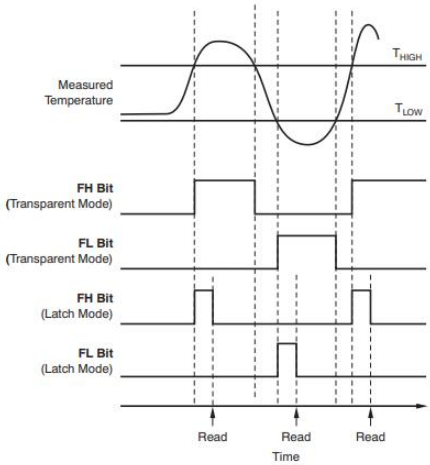

Figure 12. Temperature Flag Functional Diagram
result to the values stored in the temperature limit registers (THIGH and TLOW) to determine if the device temperature is within these set limits. If the temperature of the ZCC103 becomes greater than the value in the THIGH register, then the flag-high bit (FH) in the configuration register is set to 1. If the temperature falls below the value in the TLOW register, then the flag-low bit (FL) is set to 1. If both flag bits remain 0, then the temperature is within the temperature window set by the temperature limit registers, as shown in Figure 12.